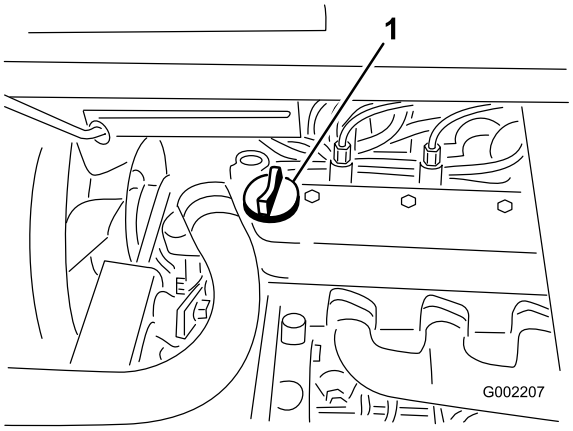

Figur 38
3. Hvis oliestanden er lav, skal påfyldningsdækslet tages af ventildækslet (Figur 38), og olie hældes i åbningen, indtil oliestanden når Full-mærket på målepinden. Se afsnittet om serviceeftersyn af motorolien for at få oplysninger om olietype og viskositet. Hæld langsomt olie på, og kontroller niveauet ofte under denne proces. Fyld ikke for meget på.